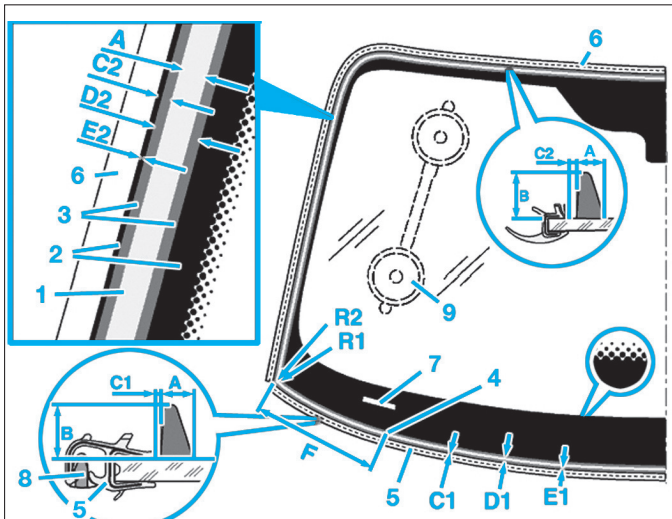

FIG. 2
• Apposer les primaires d'adhérence et cordon de colle comme illustré **(Fig.2)**
• Poser deux ventouses sur le pare-brise (9).